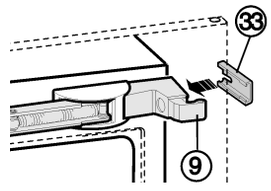

Fig. 26
- ▶ afstandsdeel *Fig. 26 (33)* op de lagerbus *Fig. 26 (9)* in de gleuf drukken.